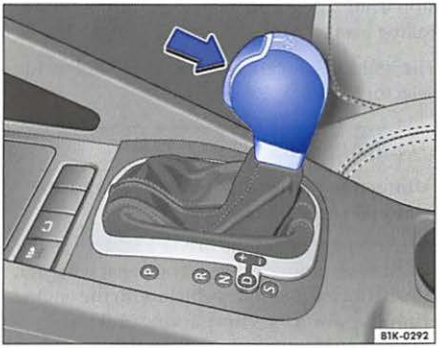

Fig. 83 Section of center console: selector lever with selector lever button
– Depress and hold the brake pedal and press the release button ⇒ fig. 83 -arrow- in the selector lever handle at the same time.
– Press and hold the release button ⇒ fig. 83 in the selector lever handle.